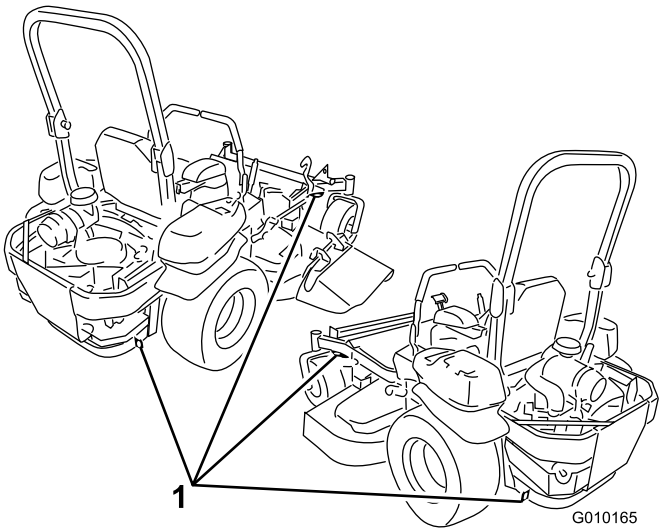

Figur 38
5. Brug metalstropperne på maskinen til at fastgøre maskinen til anhængeren eller lastbilen med stropper, kæder, kabler eller reb (Figur 38).